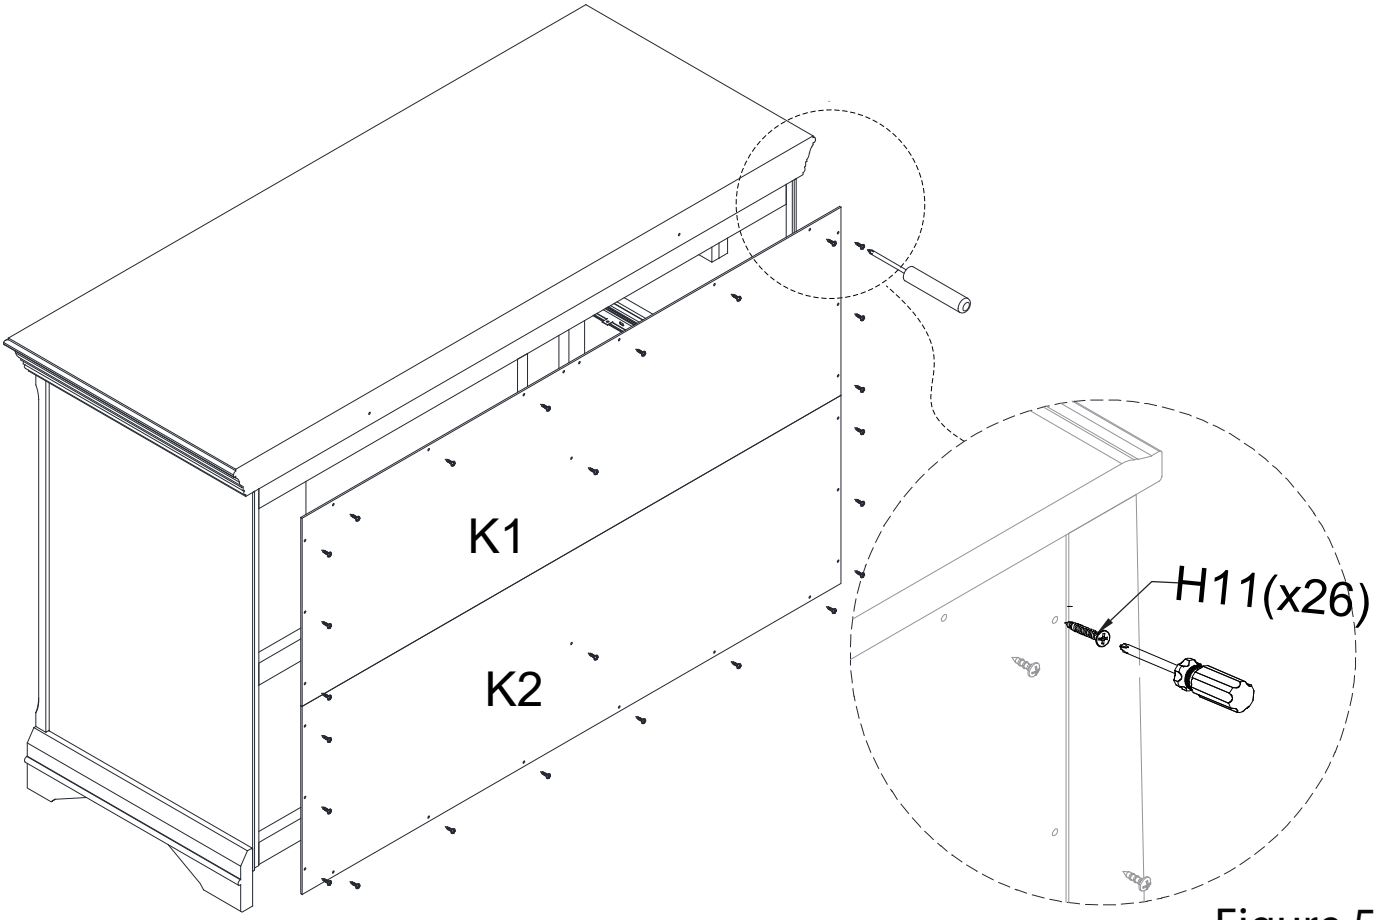

Figure 5
5. Assemble the back panel (K1 & K2) as show on figure 5.
5. Using Drawer Knob Screw (H7) install Knob (H8) on Drawer as Figure5.